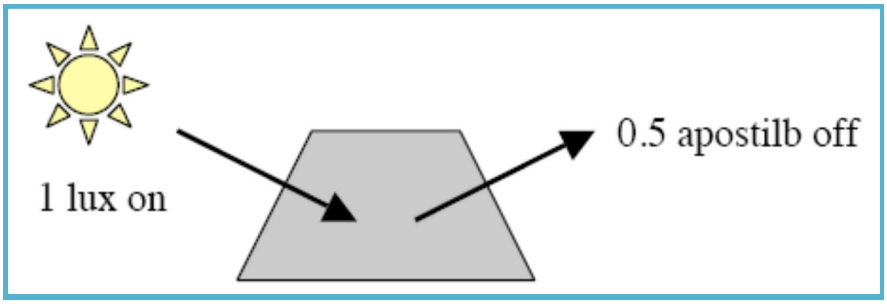

***Figure 6-4:*** *Illustration of a Lambertian surface that reflect 50% of the incident light*
***Figure 6-3:*** *The relationship between illuminance and luminance when apostilbs are used for luminance. The 1:1 relationship between lux and apostilbs applies only for a 100% reflecting Lambertian surface. For a 50% reflecting surface, the relationship is direct, but the lux : apostilb ratio would become 2:1, as illustrated in Figure 6-4*